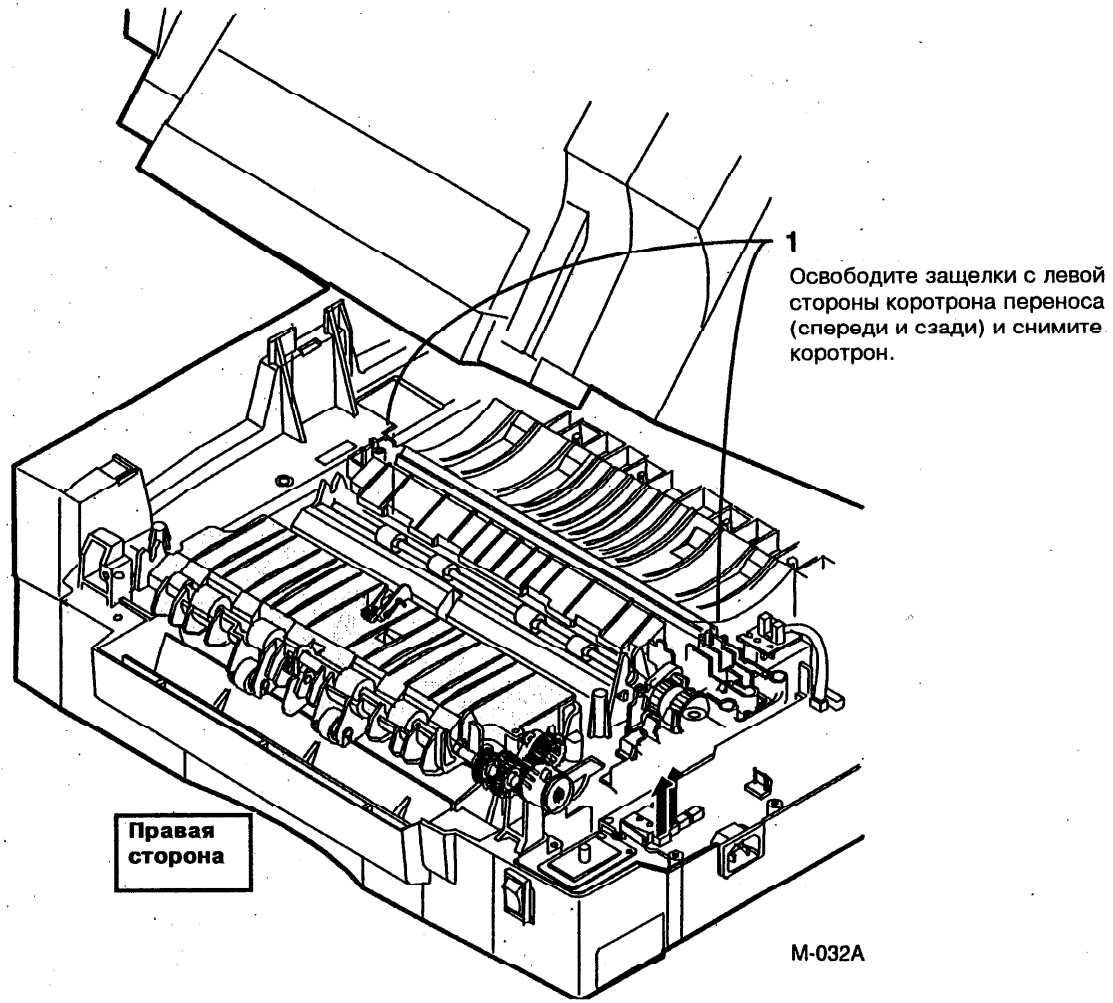

Рис. 1. Снятие коротрона переноса (ED2)
2. (Рис. 1): Снимите коротрон переноса.